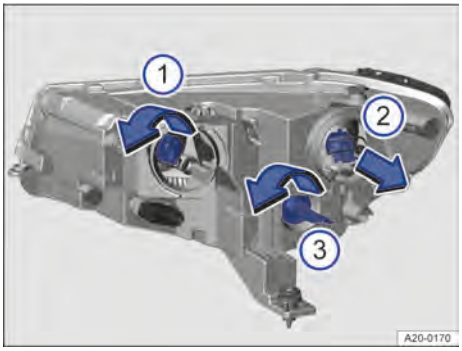

Bilde 173 I frontrommet: Skifte lyspærer i høyre hovedlykt.
2. Drei pæreholderen i pilretningen til den stopper, og trekk den bakover og ut → Bilde 173 ①.
4. Sett pæreholderen inn i hovedlykten, og drei den mot pilretningen til den stopper → Bilde 173 ①.
2. Trekk pæreholderen ut i pilretningen → Bilde 173 ②.
4. Sett pæreholderen inn i hovedlykten, og trykk den inn mot pilretningen → Bilde 173 ②.
1. Drei pæreholderen i pilretningen til den stopper, og trekk den bakover og ut → Bilde 173 ③.
3. Sett pæreholderen inn i hovedlykten, og drei den mot pilretningen til den stopper → Bilde 173 ③.